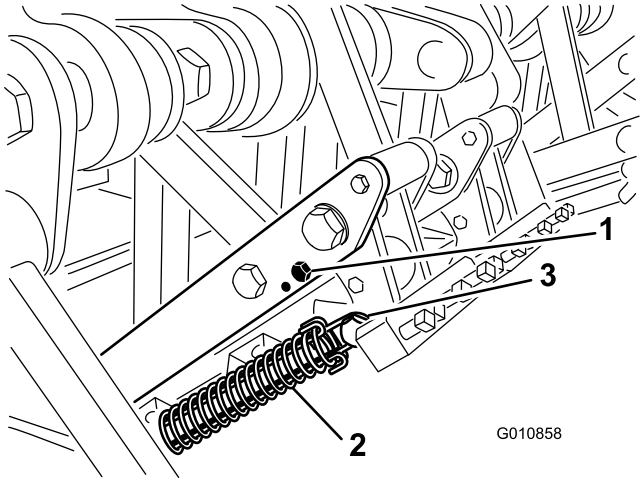

Figur 28
3. Frigør fjederspændingen på pibehovedet (Figur 28).
4. Fjern støddæmperbolten og støddæmperen fra forbindelsesarmen, og sæt dem i det andet justeringshul (Figur 28).